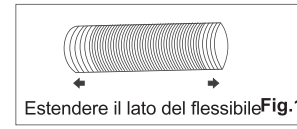

Fig.1
1. Estendete entrambi i lati del tubo (Fig.1) e avvitate l'ingresso del tubo (Fig.2).